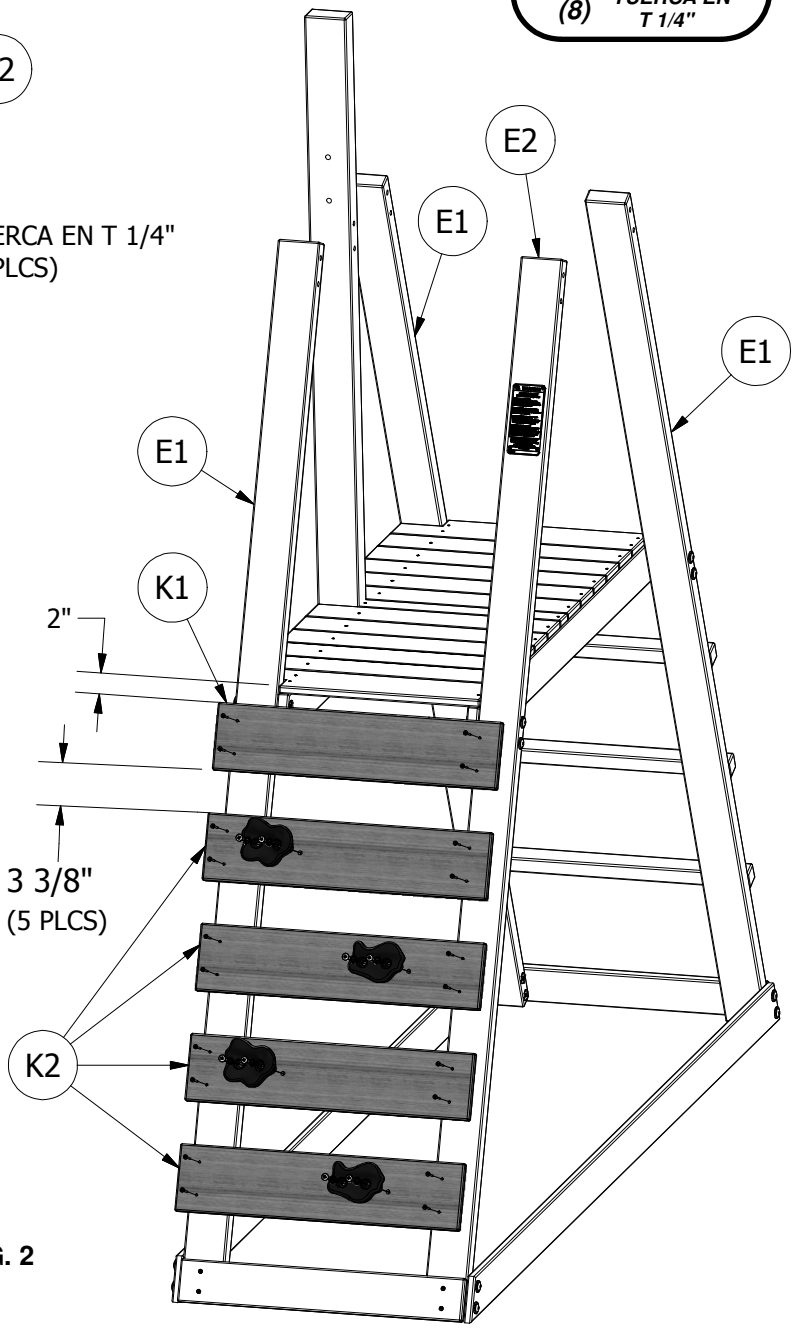

FIG. 2
- ***FIJE TABLAS DE PARED DE PIEDRAS COMO SE MUESTRA (FIG 2).***